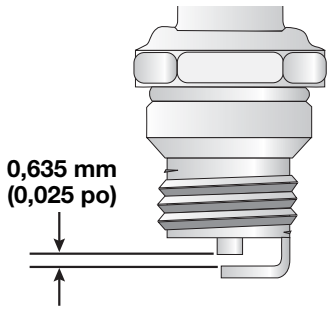

Fig. 28
3. Remplacez toute bougie fendillée, encrassée ou sale. Réglez l'écartement à **0,635 mm (0,025 po)** à l'aide d'une jauge d'épaisseur (Fig. 28).